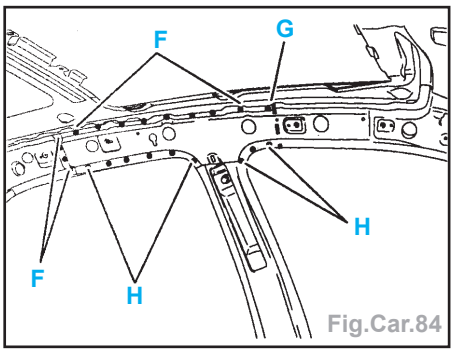

Fig.Car.84
- points électriques (avec l'équipement AB1) (Fig.Car.84).